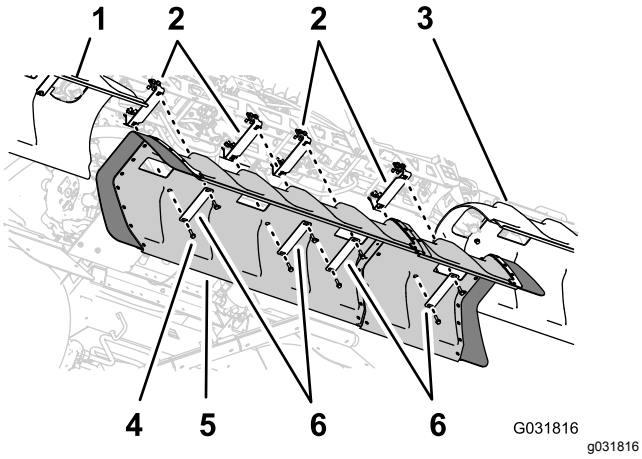

Figur 154
1. Juster hullerne i midtersektionsafdækningen, så de står ud for hullerne i afdækningens støttebeslag (Figur 154).
2. Juster hullerne i 2 af de dækselstropper, som du afmonterede i trin 1 i6 Afmontering af midtersektionsdækslet (11 dyser) på det valgfri bomafdækningssæt (side 18), så de passer med slangen i dækslet og 2 af støttebeslagene (Figur 154).
4. Juster hullerne i de 2 dækselstropper (Toro-delnr. 120-0629), så de passer med de 4 resterende huller i dækslet og 4 resterende huller i støttebeslagene (Figur 154).
5. Sæt dækselstropperne og dækslet på støttebeslagene (Figur 154) med de 4 flangehovedbolte (5/16" x 1¼" – Toro-delnr. 323-36).